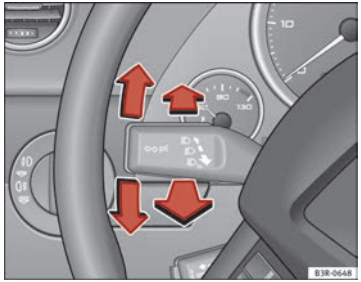

Abb. 90 Blinker- und Fernlichthebel
– Drücken Sie den Hebel bis zum Anschlag nach oben, um rechts zu blinken bzw. nach unten, um links zu blinken ⇒ Abb. 90.